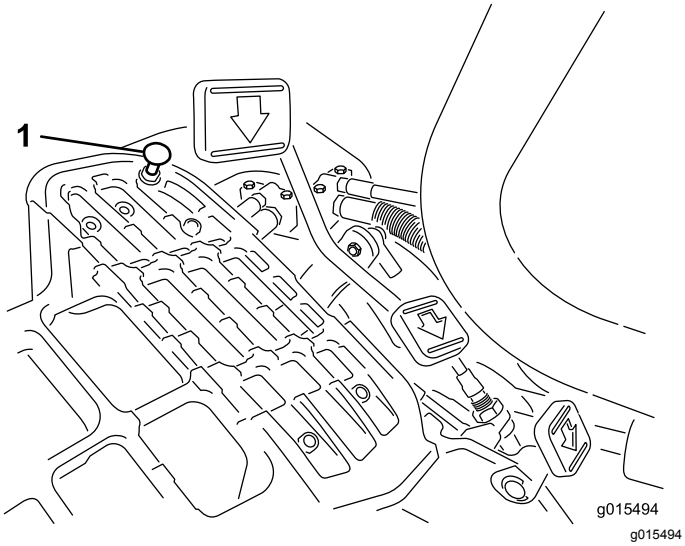

Rysunek 36
Aby uzyskać maksymalną prędkość transportową, należy ustawić dźwignię sterowania funkcją w pozycji TRANSPORTOWEJ i nacisnąć do końca pedał jazdy. Jeśli pedał dotyka ogranicznika (Rysunek 36), zanim da się wyczuć naprężenie linki, wówczas należy dokonać regulacji w następujący sposób:
1. Ustaw dźwignię sterowania funkcją w pozycji TRANSPORTOWEJ i poluzuj nakrętkę zabezpieczającą mocującą ogranicznik pedału do płyty podłogowej (Rysunek 36).